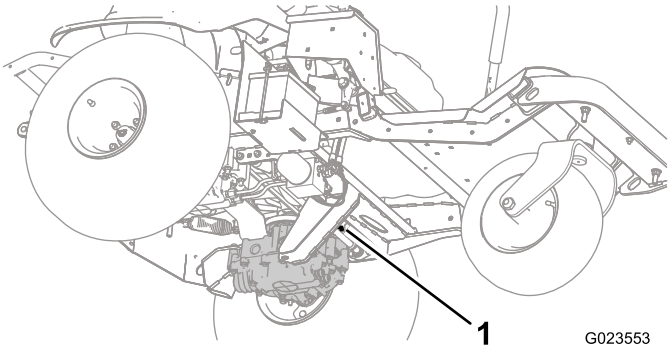
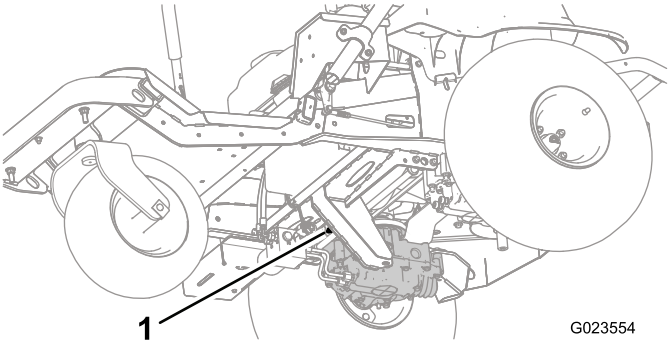
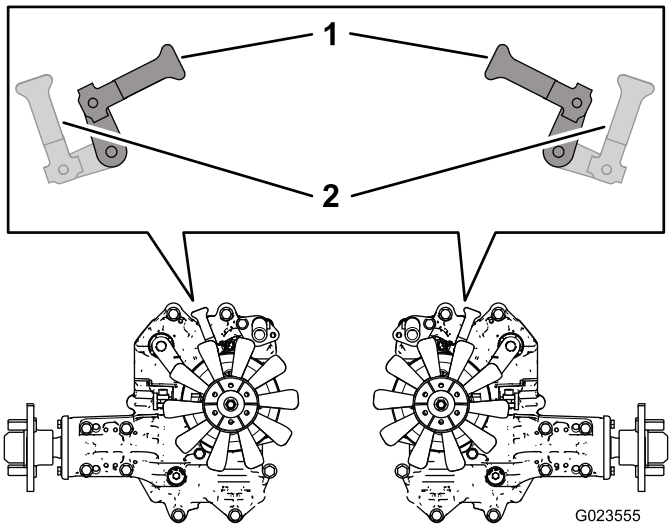

**Figur 28**
**Figur 29**
**Figur 30**
3. Vrid överströmningsventilreglagen (Figur 28 och Figur 29) från undersidan av maskinen så att de pekar inåt, mot maskinens mitt (Figur 30) och frigör parkingeringsbromsen, se Frigöra parkeringsbromsen (sida 25).
4. När du är klar med att knuffa eller bogsera maskinen vrider du överströmningsventilreglagen så att de pekar mot maskinens front så att maskinen kan köra (Figur 30).